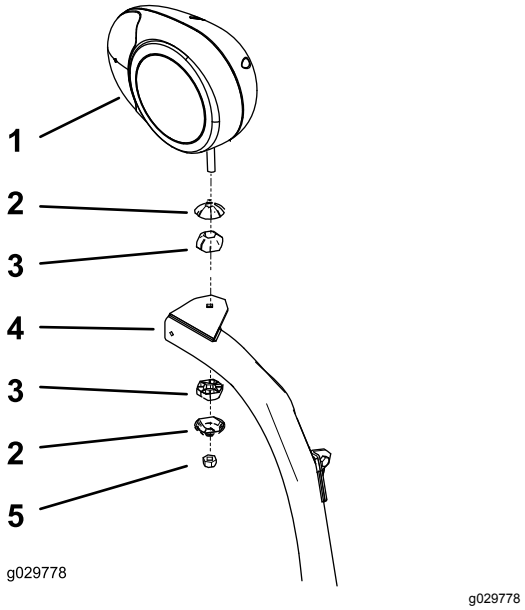

Figura 7
2. Sujete los faros derecho e izquierdo a los soportes de los faros (Figura 7) con las fijaciones suministradas con los faros.
4. Sujete los faros derecho e izquierdo a los soportes de los faros (Figura 7) con las fijaciones suministradas con el kit.